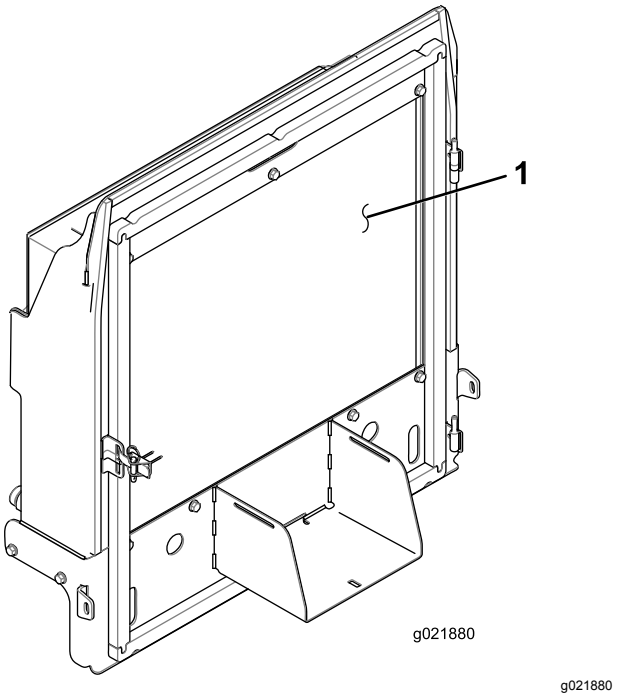

Figur 85
4. Rengör noga på båda sidor om kylaren/oljekylaren med tryckluft (Figur 85).